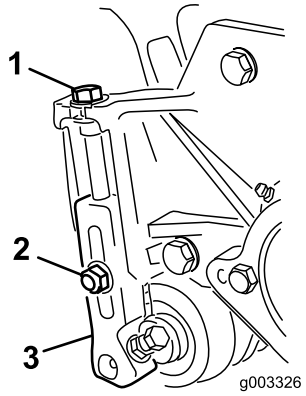

Figur 15
1. Løsne låsemutrene som fester klippehøydearmene til klippeenhetens sideplater (Figur 15).